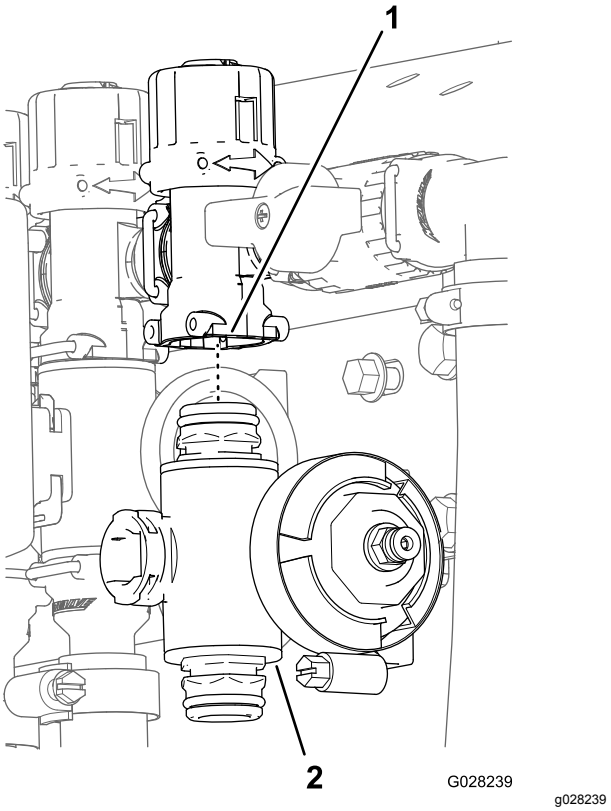

Figuur 118
3. Bij de kleppen van de linker en rechter spuitbomen: verwijder de flenskopbouten en flensmoeren waarmee de klep(pen) van de spuitbomen aan de klepbevestiging zijn bevestigd en verwijder de klepverdeler(s) uit de machine. Bij de klep van de middelste spuitboom: verwijder de spuitboomklepverdeler uit de machine (Figuur 118).